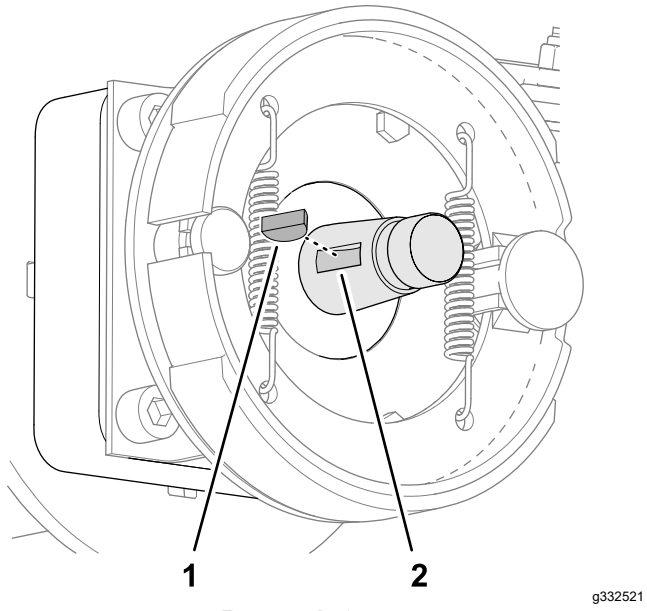

Rysunek 67
5. Wyjmij wpust czółenkowy Woodruffa z rowka w wale silnika koła (Rysunek 67).